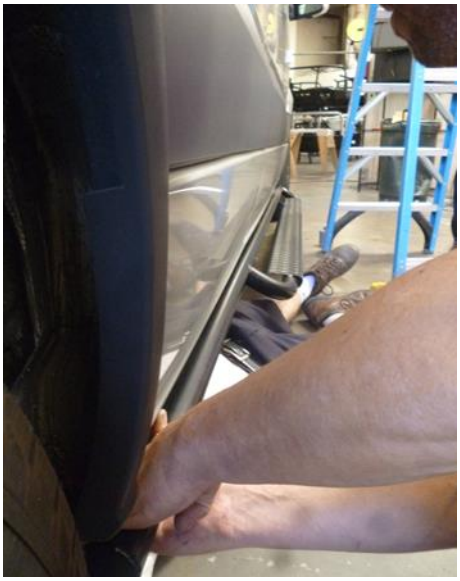

Figure 5. Pull nerf bar to align with van contour.
8. Remove the clamp on the rear blade and have your partner pull the nerf bar pipe away from the rocker panel so it aligns with the contour of the vehicle (***Figure 5***).